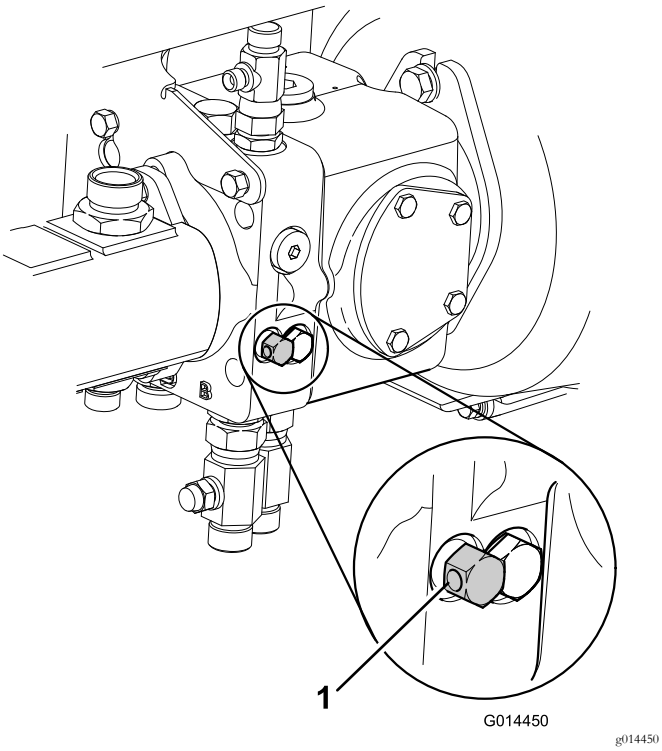

Figur 53
7. Koppla ur det hydrauliska fotbromssystemet genom att vrida förbikopplingsventilen som sitter under transmissionspumpen moturs högst 3 gånger (Figur 53).